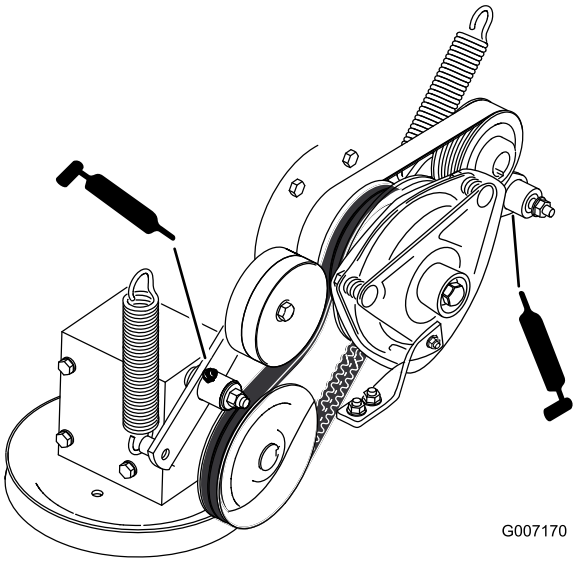

Figur 31
6. Smør drivremmens styrearm på kraftudtaget (Figur 31).
7. Smør pumperemmens styrearm (Figur 31).